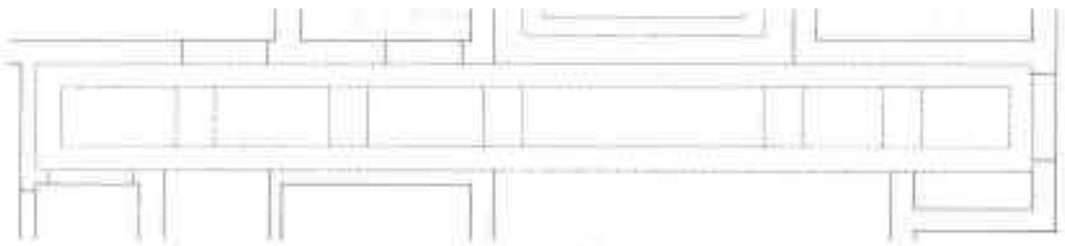

图19-60 偏移图形
Step 07 执行“分解”命令，分解矩形。执行“偏移”命令，将矩形宽边分别向右偏移1195mm、400mm、1195mm、400mm、1195mm、400mm、2510mm、400mm、865mm、400mm，如图 19-60 所示。